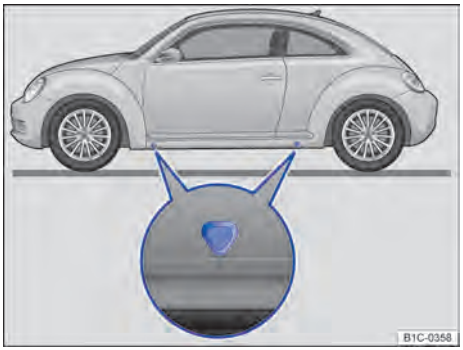

Fig. 175 Pontos de apoio do macaco.
O macaco somente pode ser posicionado nos pontos de apoio indicados (marca na carroceria) ⇒ Fig. 175. É válido o ponto de apoio localizado próximo à roda correspondente ⇒ ⚠.
5. Procurar sob o veículo o ponto de apoio do macaco ⇒ Fig. 175 mais próximo da roda a ser trocada.